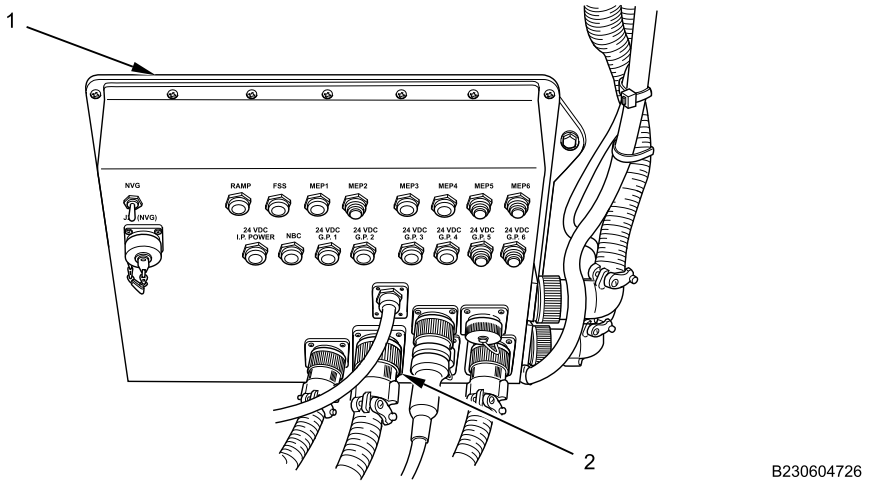

Figure 2. Turret Power Feed Wiring Harness Connector.
5. Disconnect turret power feed wiring harness connector (Figure 2, Item 2) from PDM (Figure 2, Item 1).